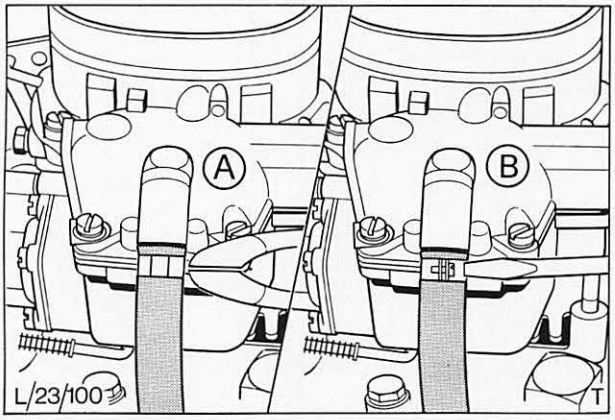

Abb. 93 Kraftstoffzufuhrleitung am Vergaser ab- und anschließen
5. Kraftstoffzufuhrleitung vom Vergaser abschließen. Ist eine Klemmschelle montiert, muß diese durch eine Schraubschelle ersetzt werden, Abb. 93.